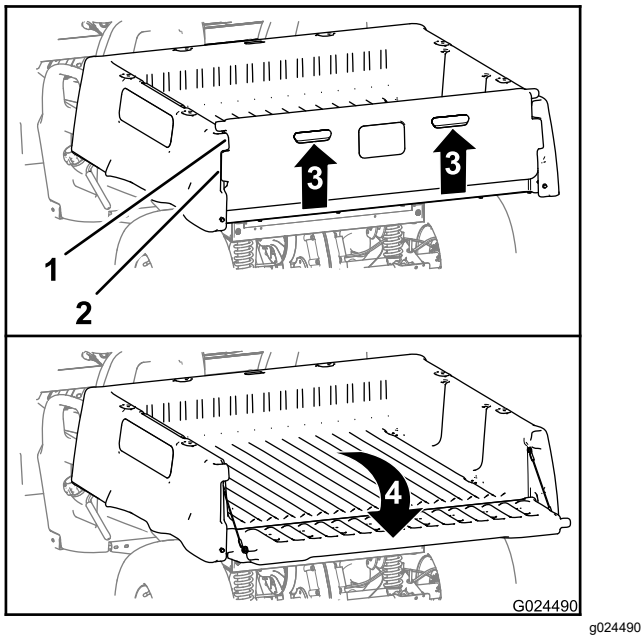

Figur 16
2. Løft ved å bruke løftegrepene på ryggpanelet til baklemmen (Figur 16).
3. Juster låseflensene til baklemmen med åpningene mellom lasteplanets baklemflenser (Figur 16).
4. Roter baklemmen bakover og ned (Figur 16).
6. Vri baklemmen opp og ned til låseflensene til baklemmen er justert på linje med baklemlommen i lasteplanet (Figur 16).
7. Senk baklemmen til den sitter ordentlig bak på lasteplanet (Figur 16).